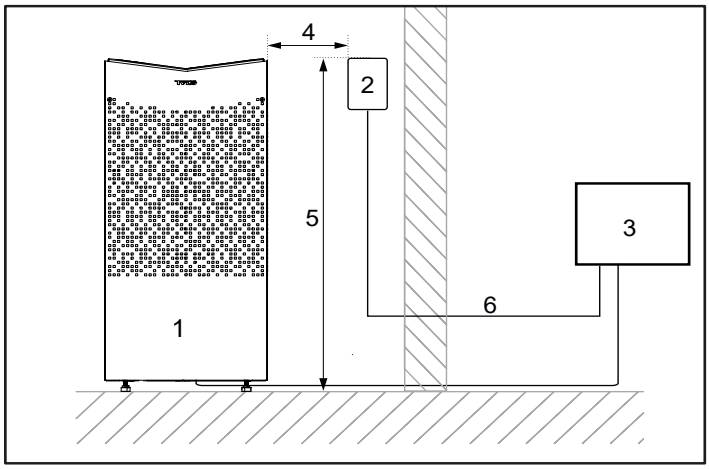

Fig 5: Säkerhetsavstånd/monteringshöjd manöverpanel
- Planera manöverpanelens placering (se medföljande anvisning för manöverpanel för tillåten placering). Se även Avsnittet Manöverpanelens placering, fig 5.
Vid placering inne i basturummet så ska manöverpanelen monteras med hänsyn till säkerhetsavstånd och monteringshöjd, se Fig 5.